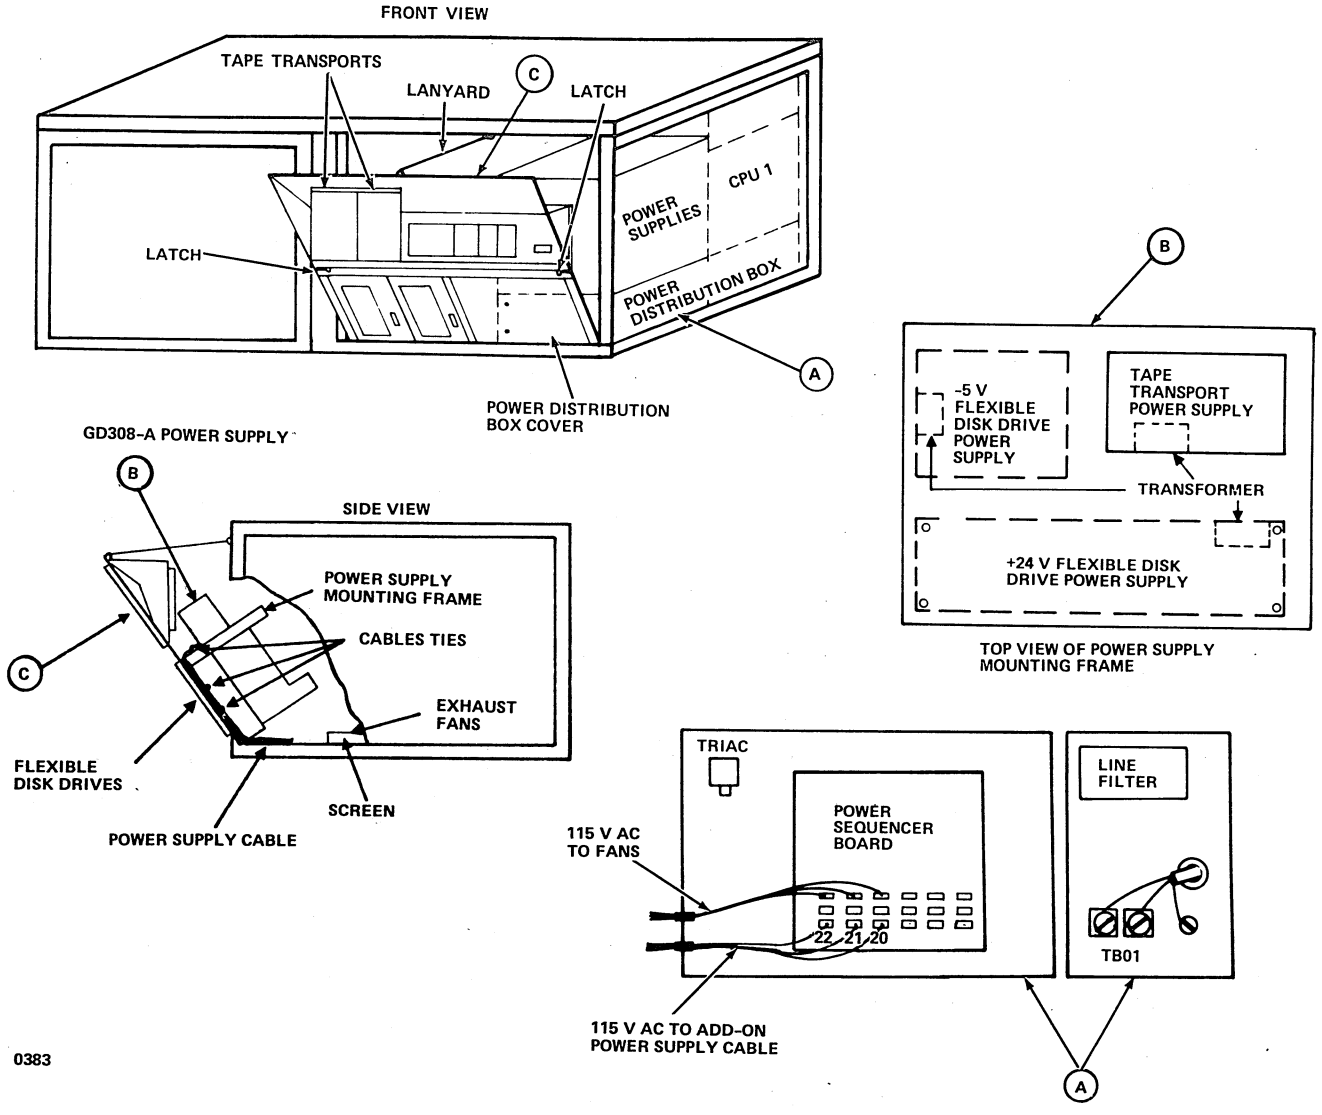

Figure 12-3. Flexible Disk Drive Power Supplies and Power Cabling for Systems with GD308-A Power Supply
Ac power for the flexible disk drive power supplies is obtained from the power distribution box power sequencer board (figures 12-3 and 12-4).
3. Release the latches of the equipment mounting frame (figure 12-3 or 12-4), and pull the frame top forward to the limit of the lanyard.
5. Remove the power distribution box cover (figure 12-3 or 12-4).
7. Feed the terminals through the power distribution box grommet. Attach to the terminals as illustrated in figure 12-3 or 12-4.
2. Using the 8-32 thread-roll screws provided, attach the +24 V power supply to the power supply mounting frame (figure 12-3 or 12-4).
3. On systems with the GD308-A Power Supply, attach the -5 V power supply to the power supply mounting frame (figure 12-3).